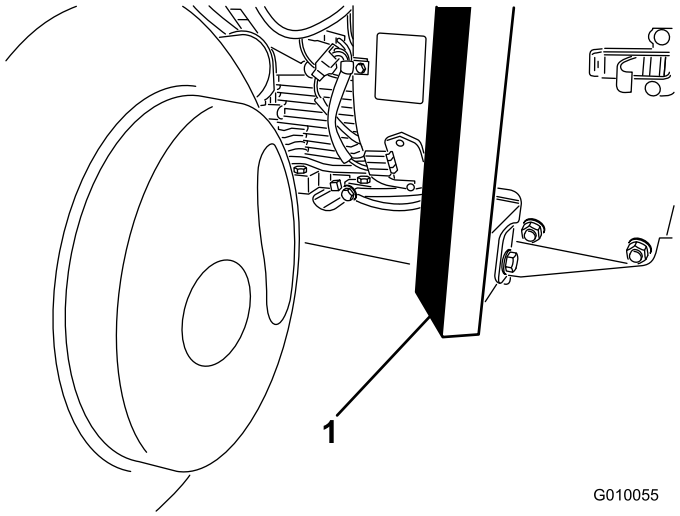

Figur 40
2. Placera domkraften på ett säkert sätt under ramens främre del (Figur 40).